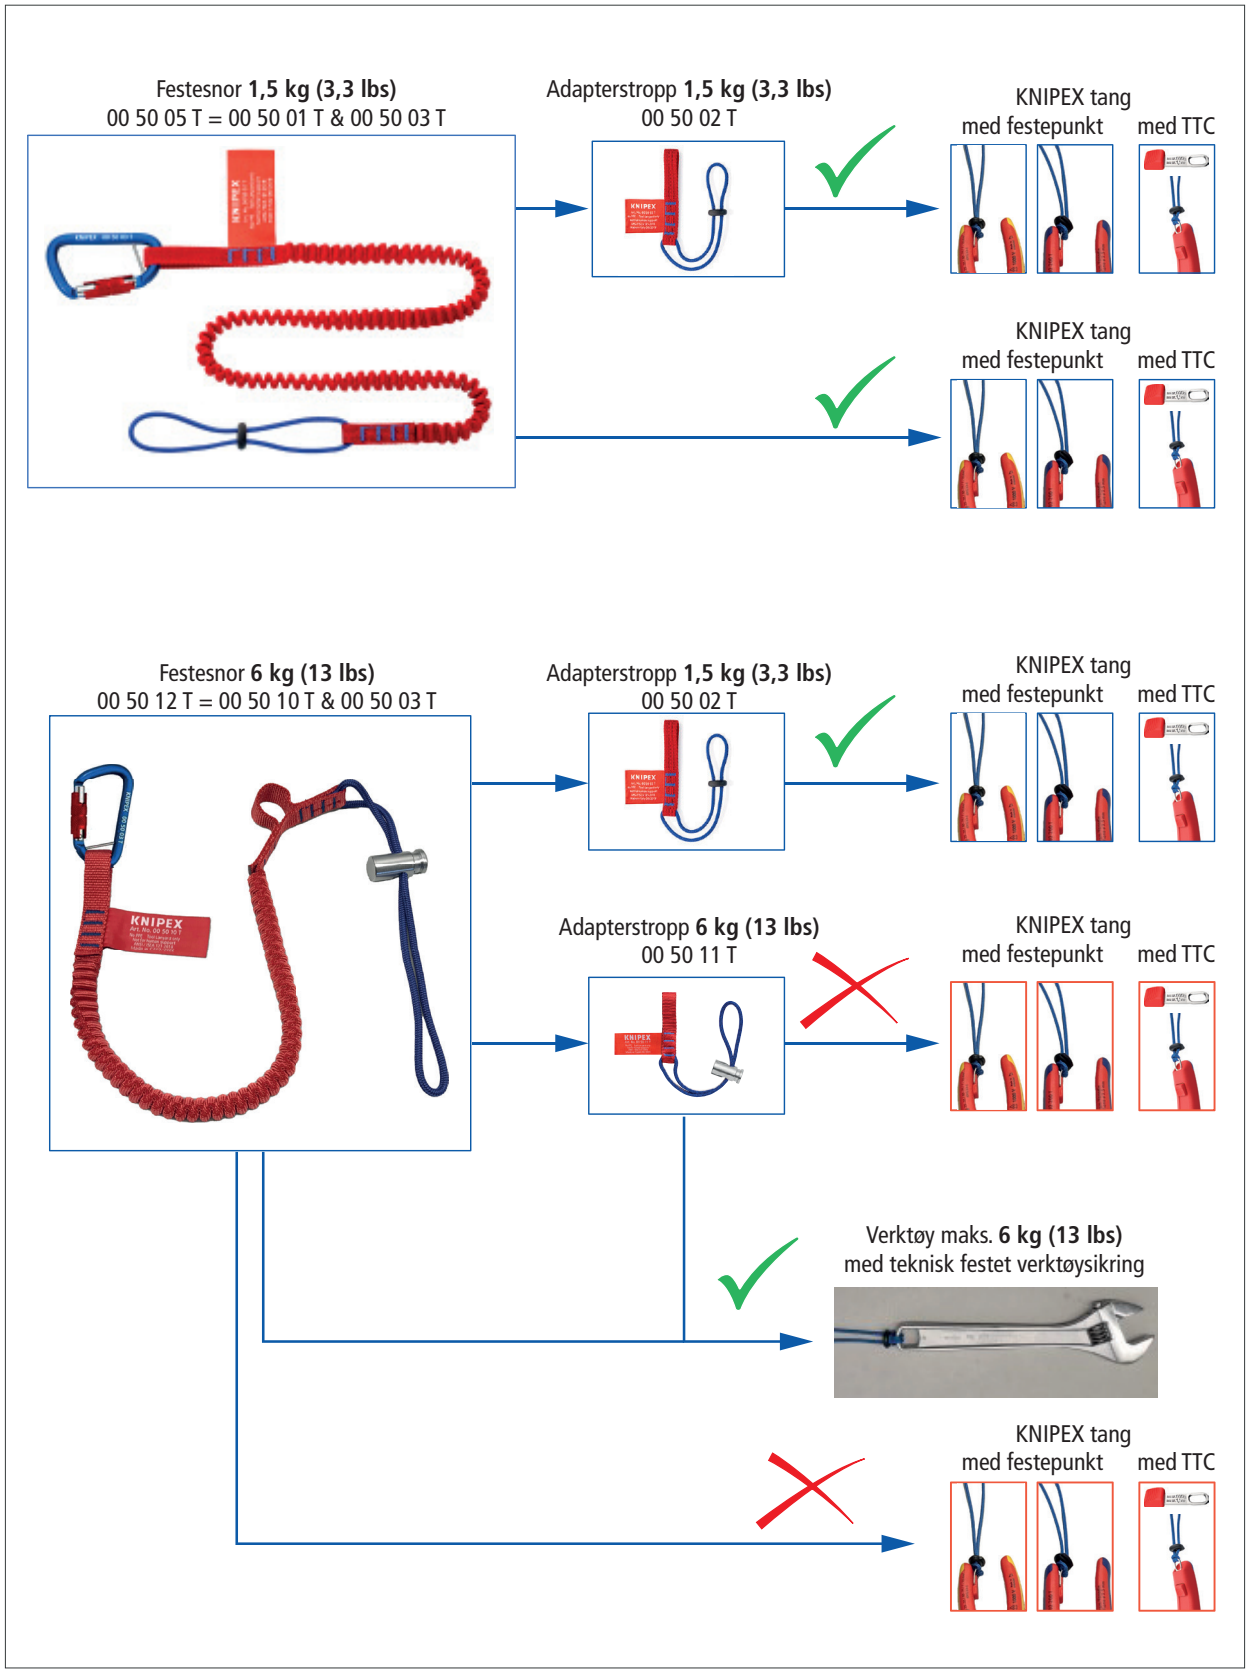

Figur 5: Kompatibilitet med KNIPEX-verktøy med festepunkt
- Når et KNIPEX-verktøy med festepunkt festes til snoren eller adapterstroppen, må du forsikre deg om (figur 5) at snoren eller adapterstroppen er kompatibel.
- Hvis et KNIPEX-verktøy med festepunkt skal festes til festesnoren for 6 kg (KNIPEX 00 50 10 T), må du bruke adapterstroppen for 1,5 kg (KNIPEX 00 50 02 T) (figur 5)